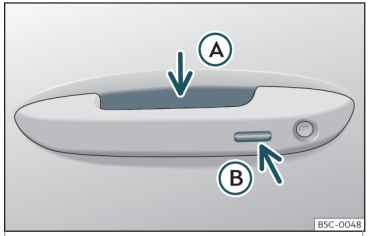

Fig. 73 Manecilla de la puerta: superficies sensoras
››› fig. 73
sensora››› **fig. 73** Ⓐ (flecha) de la manecilla y se desbloquea el vehículo.
- Toque *una vez* la superficie sensora de bloqueo››› **fig. 73** Ⓑ (flecha) de la manecilla de una de las puertas delanteras. La puerta cuya manecilla se acciona deberá estar cerrada.
- Toque *una vez* la superficie sensora ››› **fig. 73** Ⓑ (flecha) de la manecilla de una de las puertas delanteras. El vehículo se bloquea con el sistema de seguridad "Safe" ››› **pág. 105**. La puerta cuya manecilla se acciona deberá estar cerrada.
- Toque *dos veces* la superficie sensora ››› **fig. 73** Ⓑ (flecha) de la manecilla de una de las puertas delanteras para bloquear el vehículo sin activar el sistema de seguridad "Safe"››› **pág. 105** .
- Pulse el botón de cierre 🔒 del mando a distancia y toque una vez, dentro de los 5 segundos siguientes, la superficie sensora de bloqueo de la manecilla de la puerta del conductor››› **fig. 73** Ⓑ. No agarre la »
Para **cerrar con la función de confort** todas las ventanillas eléctricas y el techo de cristal, mantenga un dedo durante unos segundos sobre la superficie sensora de bloqueo ››› **fig. 73** Ⓑ (flecha) de la manecilla de la puerta hasta que se hayan cerrado las ventanillas y el techo.
Las superficies sensoras de las manecillas de las puertas podrían activarse al recibir un chorro de agua o de vapor a gran presión en el caso de que hubiera alguna llave del vehículo válida en la zona próxima. Si al menos una de las ventanillas con elevalunas eléctrico está abierta y se activa la superficie sensora››› fig. 73 Ⓑ (flecha) de una de las manecillas de forma permanente, se cerrarán todas las ventanillas.
• **O BIEN**: toque *dos veces* la superficie sensora situada en la parte exterior de la manecilla de la puerta››› **fig. 73** Ⓑ.